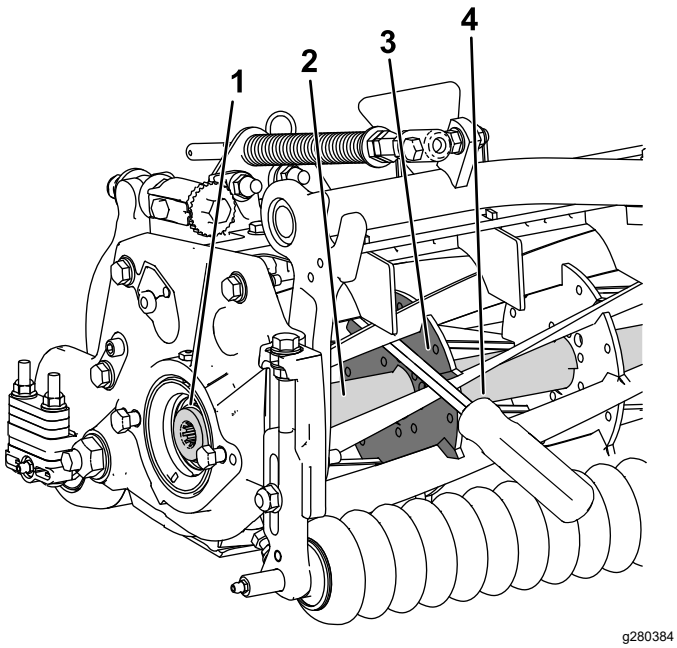

Figure 29
1. Insérez un levier à long manche (⅜" x 12") avec manche de tournevis recommandé) dans l'avant du cylindre de coupe, du côté le plus proche de l'unité de coupe que vous allez serrer (Figure 29).
2. Placez le levier contre le côté soudé du renfort interne du cylindre (Figure 29).